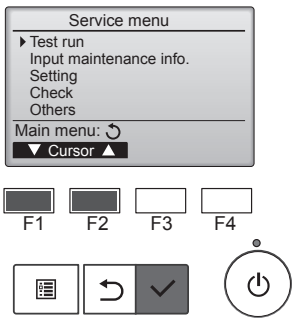

Fig. 7-1
① Select “Test run” from the Service menu, and press the [SELECT] button. (Fig. 7-1)